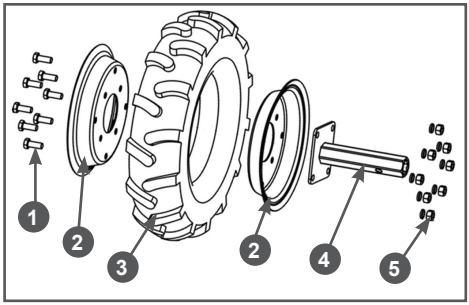

Рис. 15 Сборка колеса
1. Установите диски 2 на покрышку 3 с шиной (Рис. 15). Совместите отверстия в дисках 2 и фланце оси 4 колеса, вставьте в отверстия болты 1, установите пружинные шайбы и закрутите гайки 5 до упора (Рис. 15).